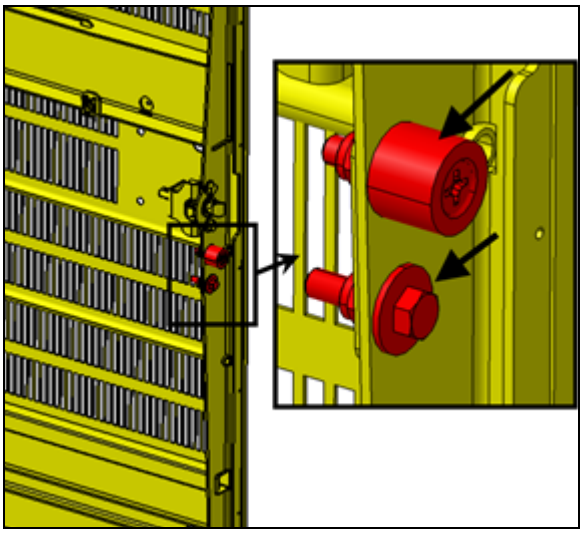

FIGURE 114:
10. Vérifier si les deux éléments identifiés par les flèches sont bien ajustés et que la fermeture de la porte n'est pas trop serrée (Figure 114:).